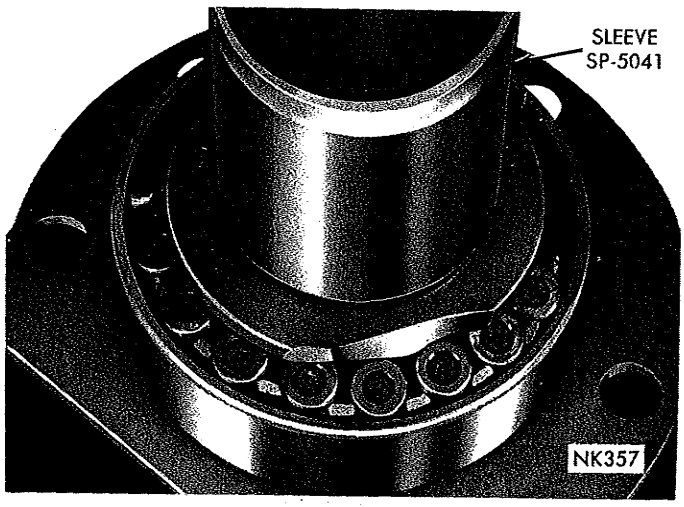
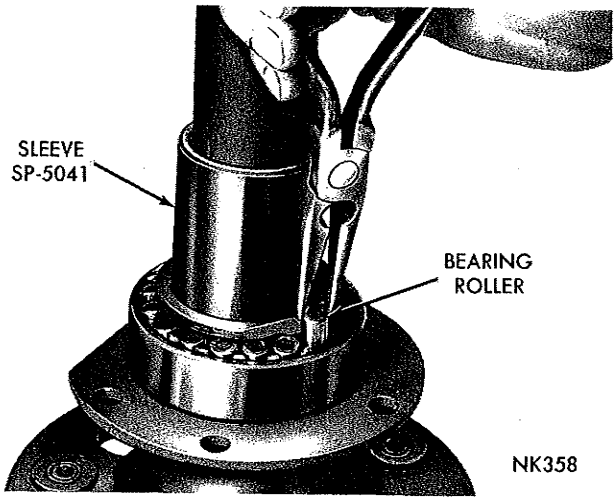

*Fig. 8—Flange Ground Off the Inner Cone*
*Fig. 9—Removing the Bearing Rollers*
(3) Grind a section off flange of inner bearing cone (Fig. 8) and remove bearing rollers (Fig. 9).